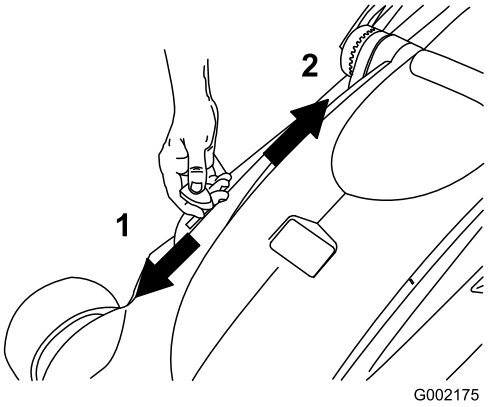

Figur 21
3. Flytt resirkulerings-/oppsamlingsspaken til oppsamlingsmodus (Figur 21).
Merk: For å skifte fra oppsamling til resirkulering må du flytte spaken til resirkuleringsmodus (Figur 21) og fjerne gresskassen.